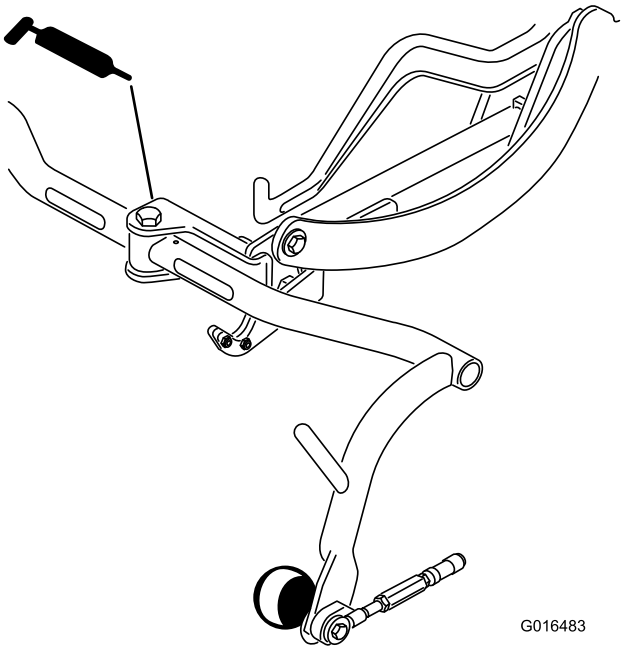

**Figur 36**
- Bærerammens akserør (3) (Figur 36)